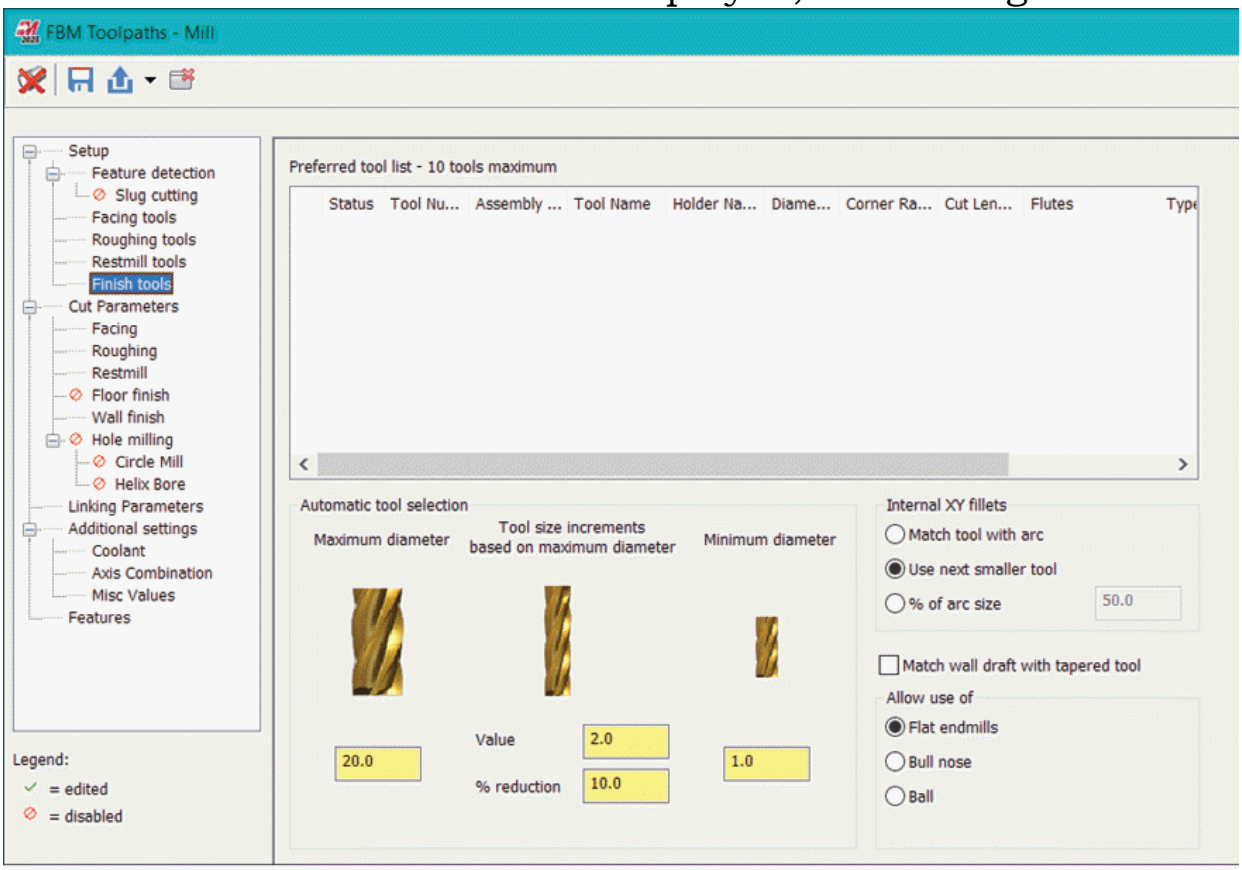

Figure-73. Finish tools page in FBM Toolpaths-Mill dialog box
- Click on the **Finish tools** option from the left area of the dialog box. The options in the dialog box will be displayed as shown in Figure-73.